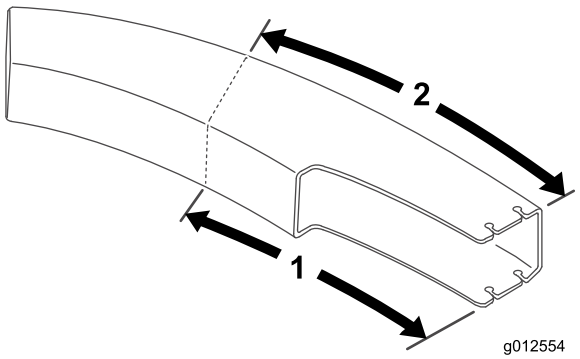

**Figur 28**
1. Brug et tapemål, og markér slisken ved at bruge de mål, der er vist i Figur 28.